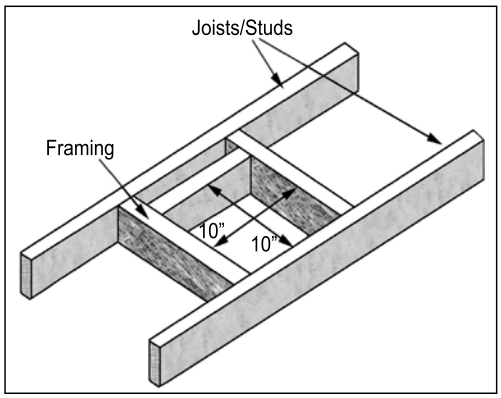

Figure 28. Vent Framing For Wall or Ceiling.
A 10" (254 mm) x 10" (254 mm) frame (see Figure 28) will assure the proper support and spacing for the vent pipe as it passes through the wall. Installations in Canada require that a wall thimble be used for passing through walls and ceilings. All sealing and vapour barriers must comply with local building codes.
Step 3. With the pipe in the correct position and attached to the fireplace, mark the wall for a 10 inches (25.4 cm) x 10 inches (25.4 cm) square hole (see Figure 28). The center of the hole should match the center line of the horizontal pipe. Cut and frame the hole in the exterior wall where the vent will be terminated. If the wall being penetrated is made of a non-combustible material (i.e. masonry or concrete) a 7 inches (17.8 cm) hole is acceptable.
Step 3. To install the Round Support Box/Wall Thimble in a flat ceiling, cut a 10 inch (25.4 cm) square hole in the ceiling, centered in the hole drilled in Step 2. Frame the hole as shown in Figure 28.